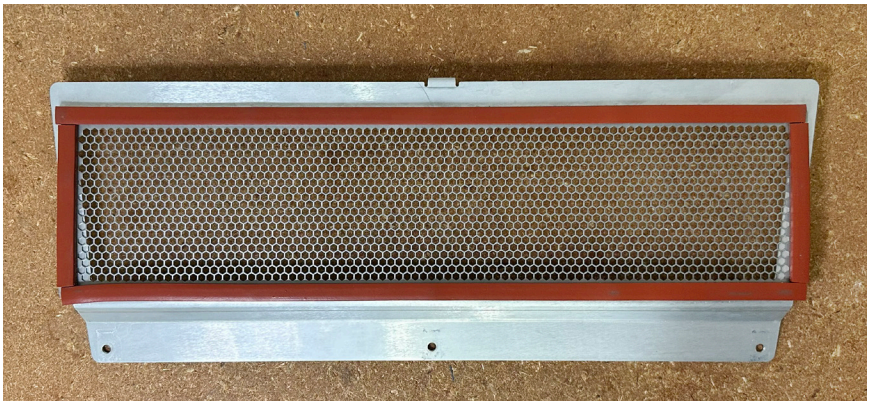

Figure 17 - Rock Guard with Silicone Seal
5. Apply the hi-temp silicone seal to the top of the rock guard as shown in **Figure 17**, to further protect from heat.